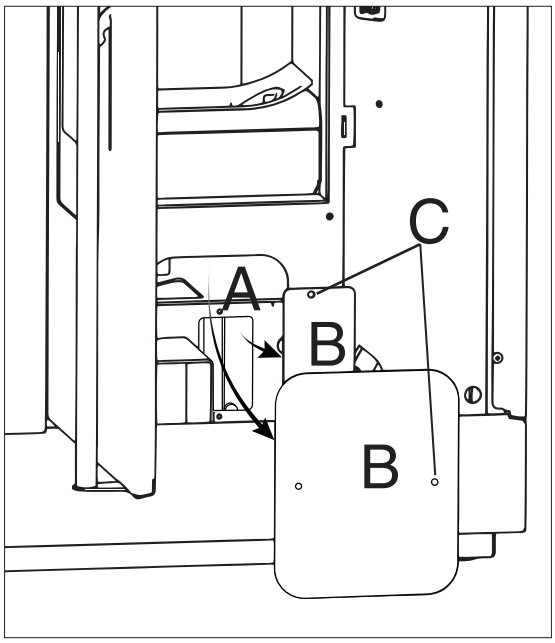

Afb. 6.1.2
- pour accéder facilement au ventilateur (A) Il suffit de démonter le couvercle (B) en dévissant les deux vis (C) (Fig. 6.1.2).